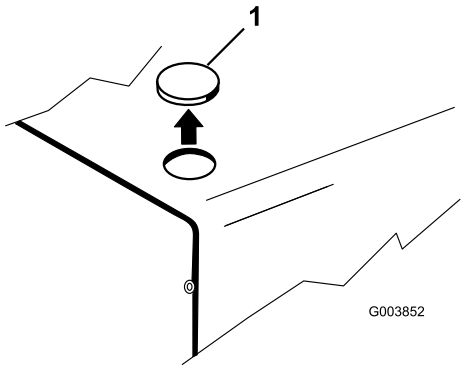

**Figuur 3**
1. Verwijder de plug uit de opening in de linkerhoek van de voorkant van de motorkap (Figuur 3).